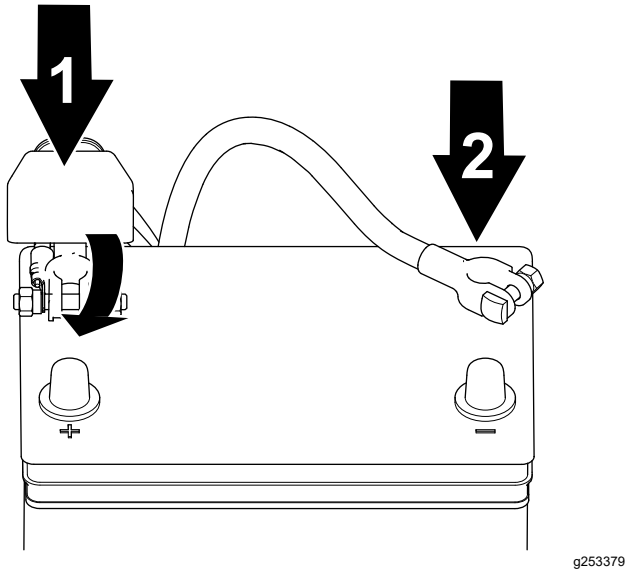

Figure 35
1. Branchez le câble positif à la batterie et serrez l'écrou de collier de la batterie (Figure 35).
2. Branchez le câble négatif à la batterie et serrez l'écrou de collier de la batterie (Figure 35).